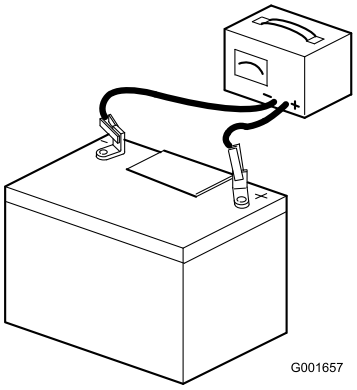

Rysunek 39
2. Podłącz do akumulatora ładowarkę o prądzie znamionowym od 3 do 4 A (Rysunek 39). Ładuj akumulator przez 4 do 8 godzin prądem od 3 do 4 A.